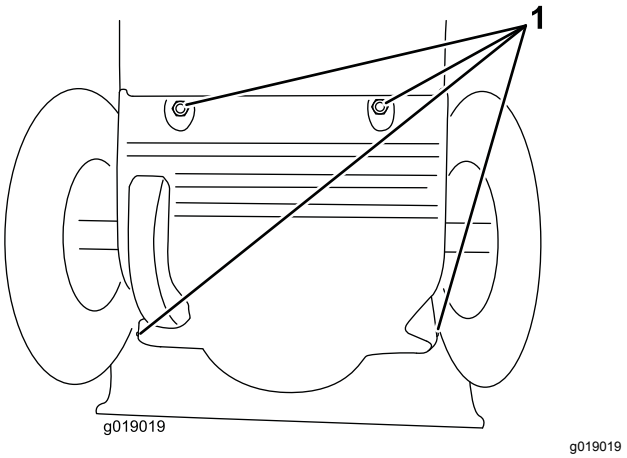

Figur 34
3. Fjern bakdekslet (Figur 34).